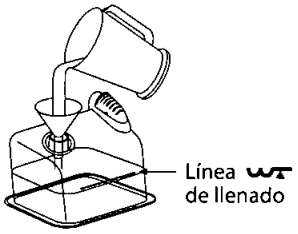

**FIGURA 3-7 LLENADO DE LA CÁMARA DE AGUA**
3. Antes de cada uso, enjuague la cámara con agua. Llene la cámara hasta la línea de llenado con agua destilada utilizando un embudo, tal y como se muestra en la Figura 3-7.